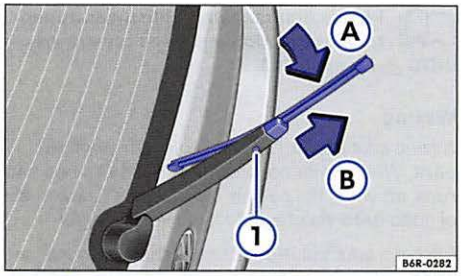

Fig. 136 Changing the rear window wiper blades.
- Press and hold the release button ⇒ fig. 136 ①.
- While tilting the wiper blade in the direction of the wiper arm ⇒ fig. 136 (arrow Ⓐ), pull off the wiper blade in the direction of the arrow Ⓑ. This may require a moderately great force.